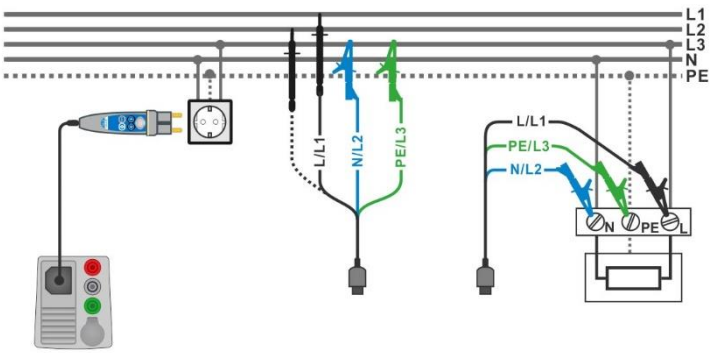

Figure 7.134: AUTO TN measurement
- Connect 3-wire test lead or Plug commander to the object under test, see ***Figure 7.134***.